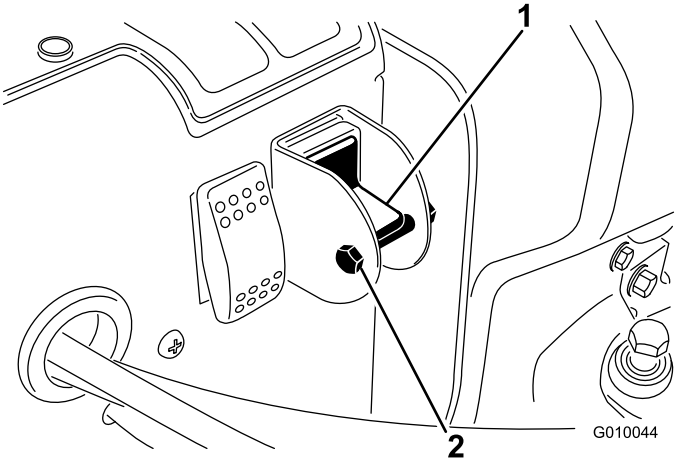

Figuur 29
3. Verwijder de borgbout en de borgmoer van de keuzeschakelaar (Figuur 29).